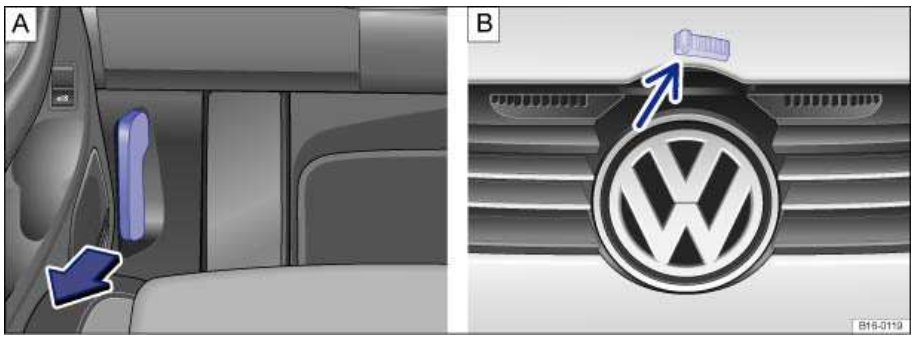

Fig. 140 A: In the footwell on the driver side: Inside engine hood release lever. B: Above the radiator grille: Outside engine hood release.
- Open the driver door and pull the inside hood release lever in the direction of the arrow ⇒ fig. 140 **A**. The engine hood is released from its latch by a spring ⇒ ⚠.